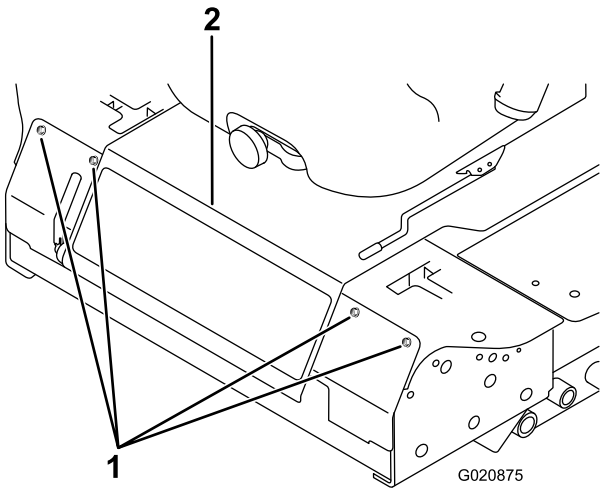

Figura 47
2. Afloje los pernos del panel delantero y retire el panel (Figura 47).